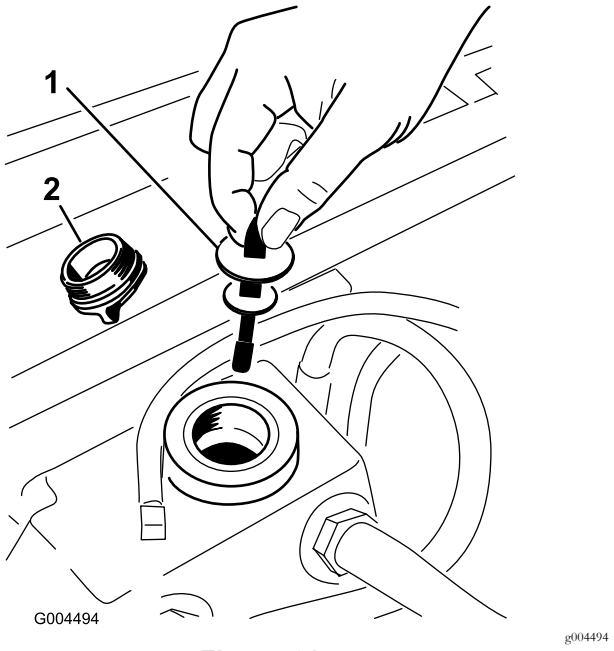

Figuur 61
5. Verwijder de vuldop van de hydraulische tank van de vulbuis (Figuur 61).
6. Verwijder de peilstok en veeg deze af met een schone doek (Figuur 61).
7. Steek de peilstok in de vulbuis. Verwijder hem daarna en controleer het vloeistofpeil (Figuur 61).